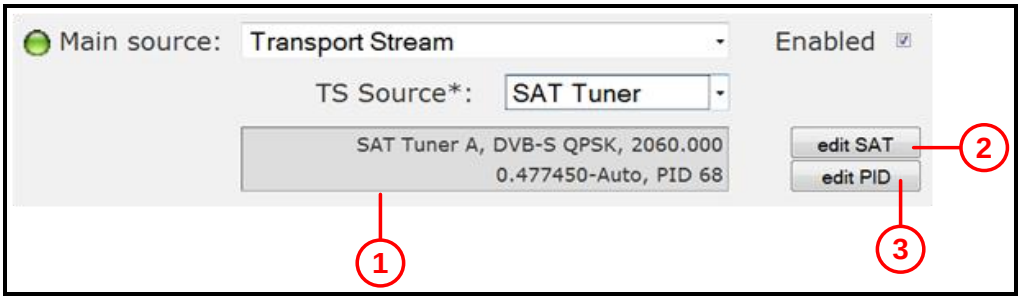

Fig. 11: TS Source for Audio Output: SAT Tuner.
4. Click the edit SAT button (see Fig. 11 **(2)**).
4. Click the edit PID button (see Fig. 11 **(3)**).